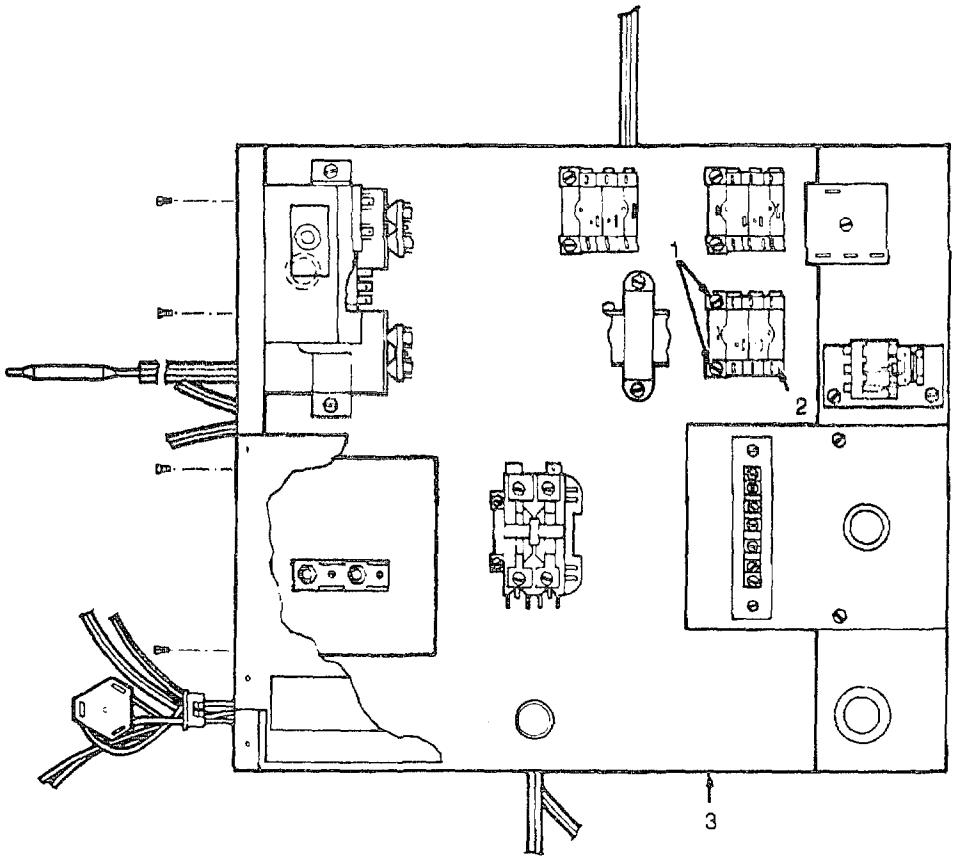

Figure 4-30. Fan Delay Relay
(1) Check the screws (1, Figure 4-30) attaching the fan delay relay (2) to the control box (3).Tighten If required.
(2) Install the control box cover. See para 4-23.
(3) Install both front door assemblies. See para 4-17.
(1) Install the fan delay relay (2, Figure 4-30) in the control box (3) with the screw (1).
(2) Connect the wires as tagged and remove the tags.
(3) Install the control box cover. See para 4-23.
(4) Install both front door assemblies. See para 4-17.